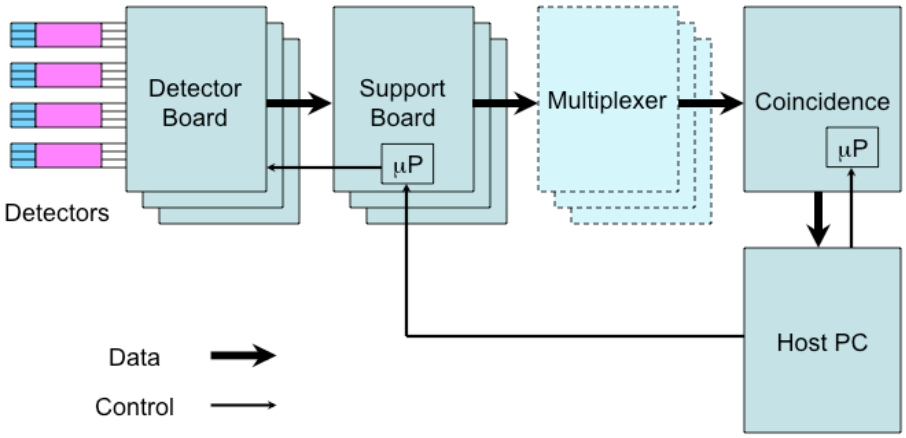

Figure 1: Schematic of the OpenPET system architecture.
The system architecture is shown in Figure 1.There are four types of custom electronics boards in the system: the Detector Board (DB), the Support Board (SB), the Multiplexer Board (MB), and the Coincidence Board. The Coincidence Board is identical to the Support Board, but has different FPGA firmware loaded into it. The general data flow is that analog signals from detector modules provide the inputs to the Detector Board. This board processes the analog signals to create a Singles Event Word, which is a digital representation of this single gamma ray interaction. These Singles Event Words are passed to the Support Board, whose main function is to multiplex the Singles Event Words from multiple Detector Boards. The Multiplexer Board is optional—it can provide a further layer of multiplexing for Singles Event Words, if desired. The multiplexed Single Event Words are then passed to the Coincidence Board, which searches through the Singles Event Words for pairs that are in time coincidence and forms a Coincidence Event Word when it does so. These Coincidence Event Words are then passed to the Host PC. Optionally, the Coincidence Board can act as a multiplexer and pass unaltered Singles Event Words to the Host PC. Control Signals originate from the Host PC, are passed to microprocessors that are on the Coincidence Board and Support Board, and are forwarded from there.